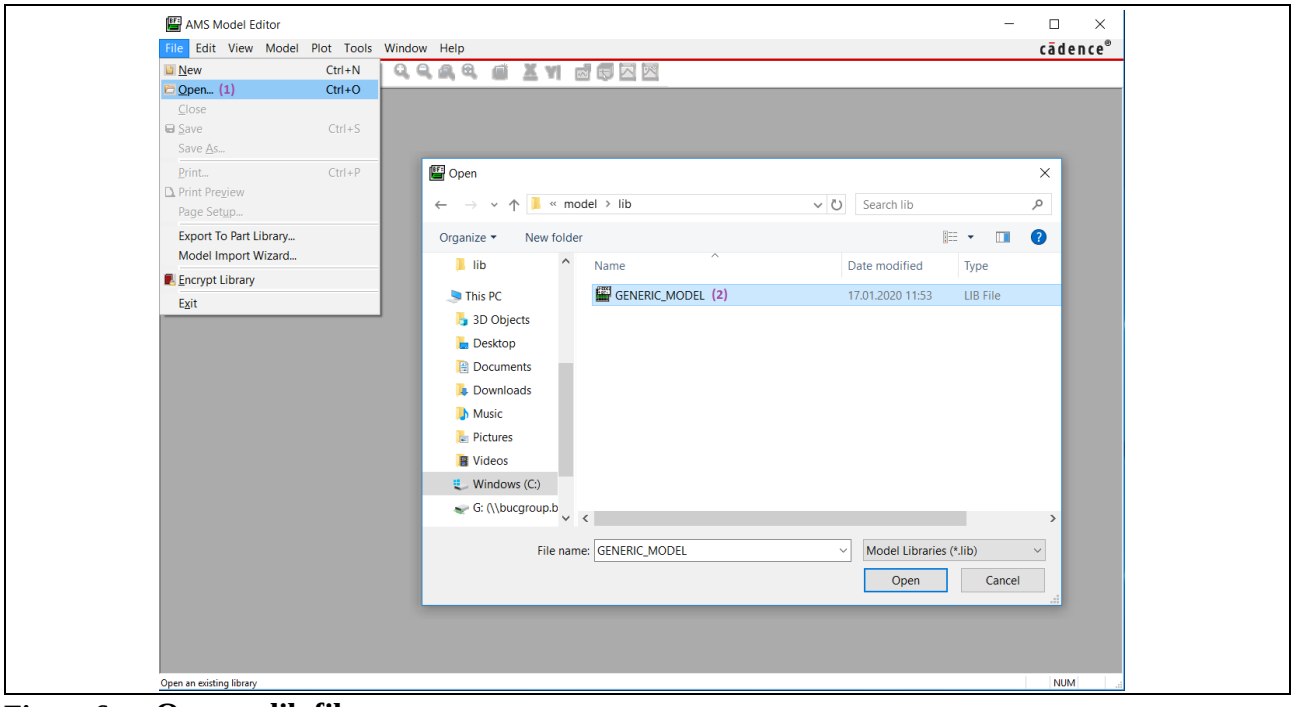

Figure 6 Open a .lib file
- From **File** menu→**Open**, **(1)** navigate to the "lib" directory in the package and select the "GENERIC_MODEL.lib" file. **(2)** (Figure 6)